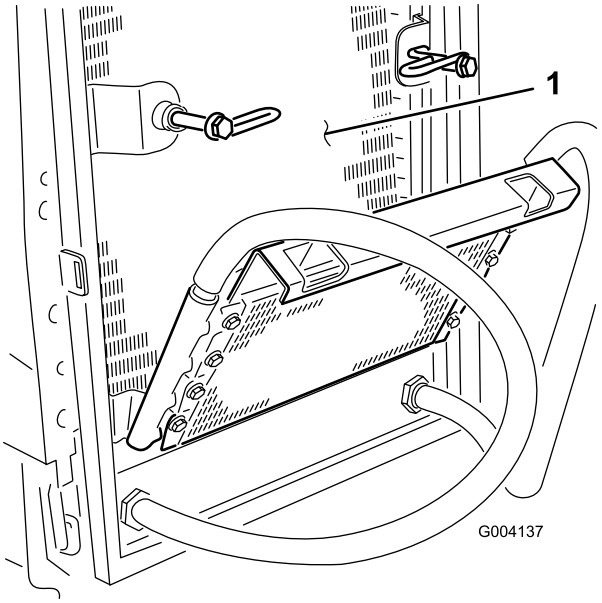

Figur 66
6. Rengør begge sider af oliekøleren og køleren (Figur 66) grundigt med trykluft.